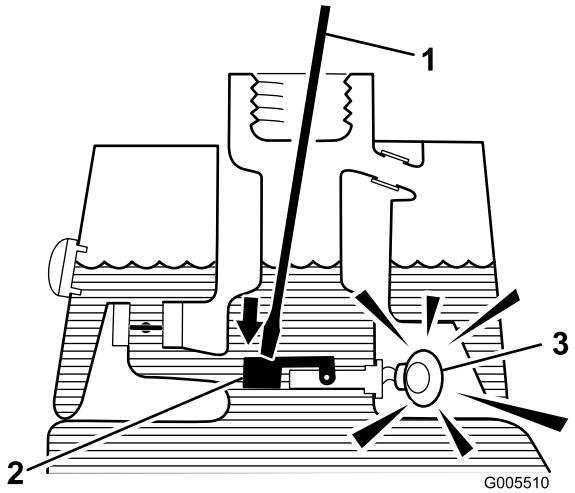

Figur 13
3. För in en ren pinne eller skruvmejsel i tankröret och tryck försiktigt oljenivåsensorns flottörströmbrytare nedåt (Figur 13). Larmet ska ljuda efter tidsfördröjningen på en sekund.